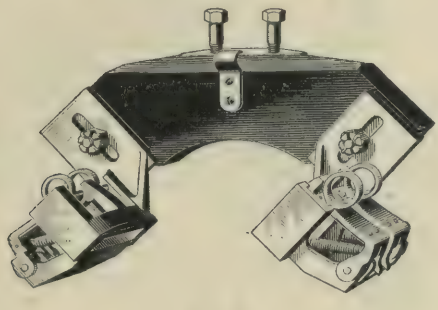

FIG. 26.
**38. Brush Holder.**—Fig. 26 shows the G. E. 52 brush holder, which is about the same as that of the G. E. 1000,